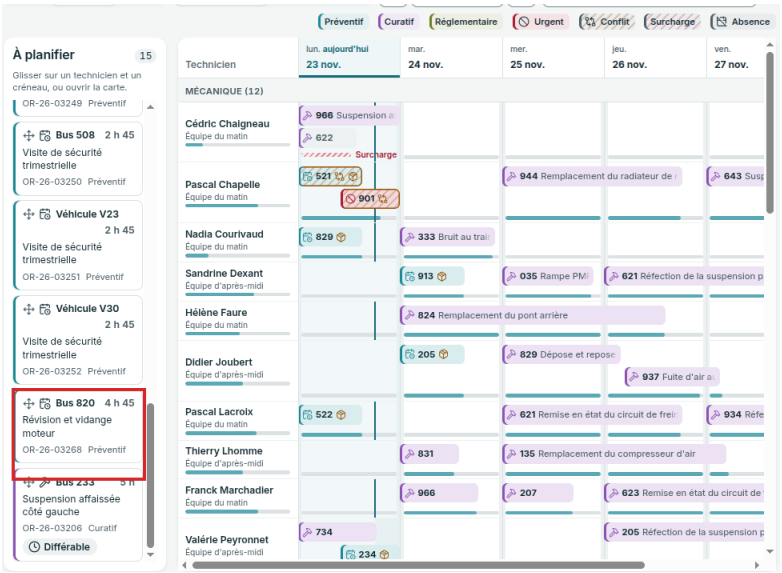

Figure 2. La colonne « À planifier » : une carte se glisse sur la case d'un technicien.
4. Glissez cette carte sur la case d'un technicien, un jour de la semaine (figure 2). La ligne au-dessus de la grille dit « … planifié le … » avec le technicien, et ajoute « Conflit : même technicien au même moment » ou « Pièce manquante au magasin à cette date » quand c'est le cas.